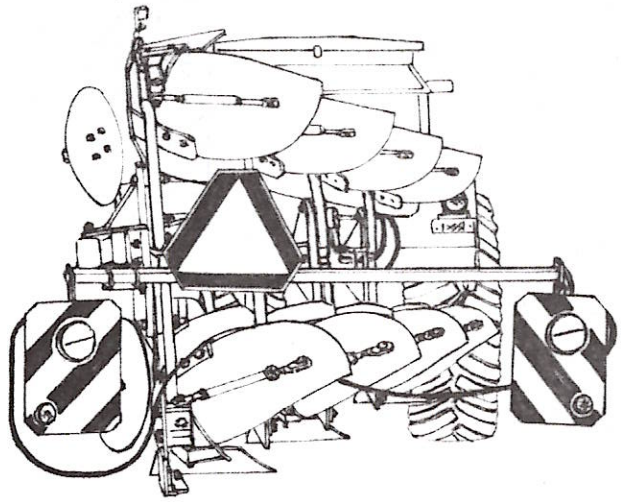

Rys. 1. Pług z zamontowanymi urządzeniami ostrzegawczymi.
- W czasie transportu pługa po drogach publicznych obowiązkowo stosuj urządzenia świetlne, tablice wyróżniającą i boczne światła odblaskowe. Mocowanie urządzeń świetlno-ostrzegawczych pokazano na Rys. 1.